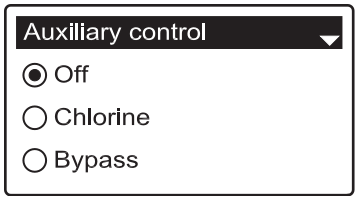

FIG. 68
7. Press the SELECT (○) button to display the Auxiliary control menu (See Figure 68).